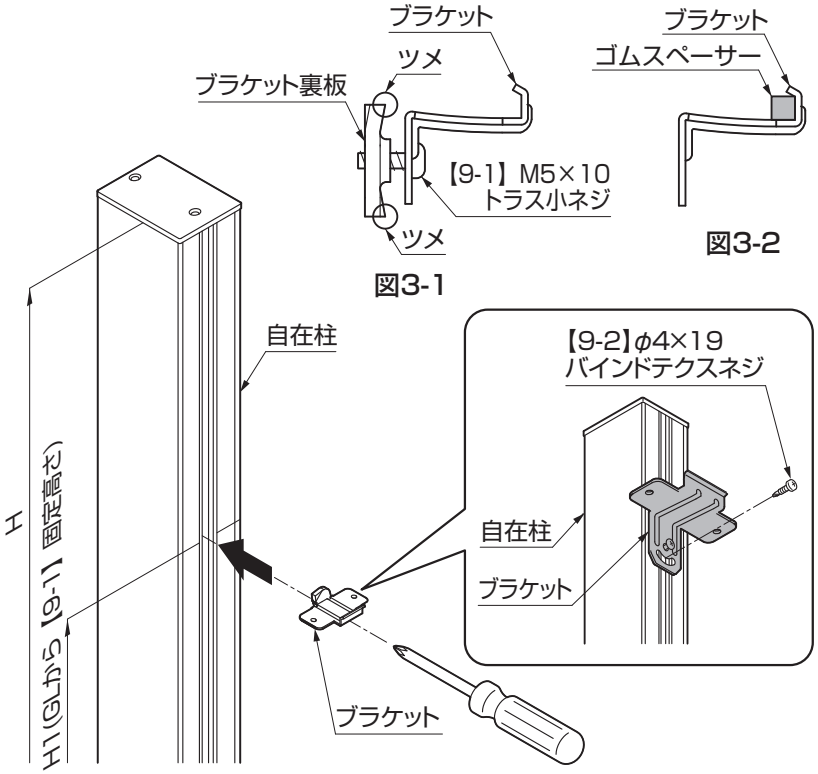

図3-1　図3-2　図3-3
①ブラケットにブラケット裏板を【9-1】で仮組みしてください。（図3-1参照）